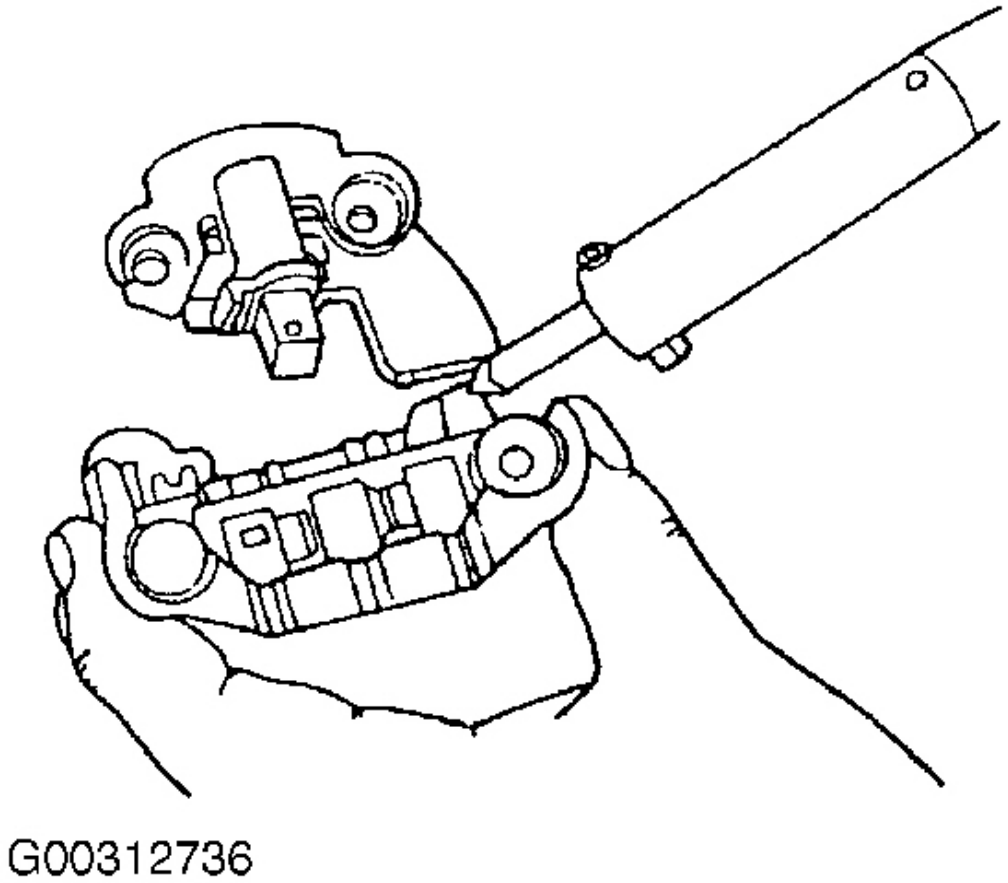

Fig. 28: Soldadura de rectificador y del estator Leads
2. Ensamble regulador, y soldar con rectificador y del estator clientes potenciales. Ver **La Fig. 28** .